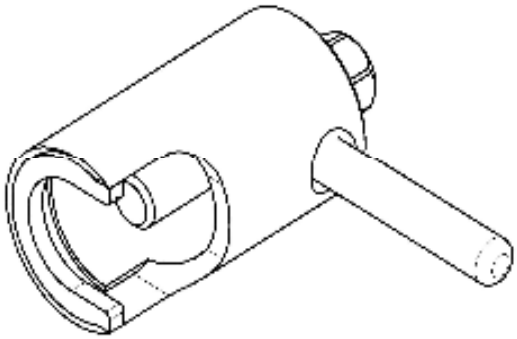

Рис. 6. Съемник крыльчатки.
4. Снять крыльчатку при помощи специального съемника (см. рис. 6)